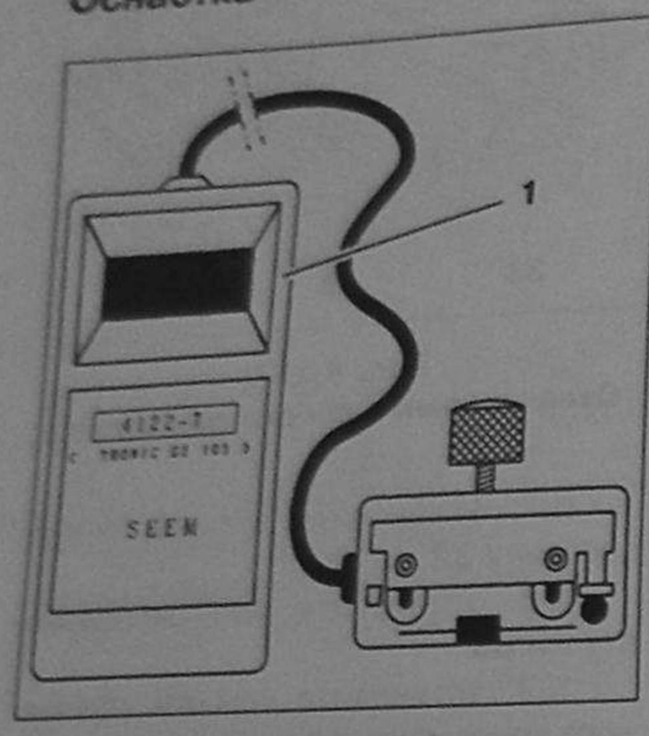

Рис. 4.160. Устройство для измерения натяжения ремня с цифровым индикатором 4122-Т. [1].
90. Установите устройство для измерения натяжения ремня с цифровым индикатором 4122-T. [1] (рис. 4.160).
101. Установите устройство для измерения натяжения ремня с цифровым индикатором 4122-T. [1] (рис. 4.160).